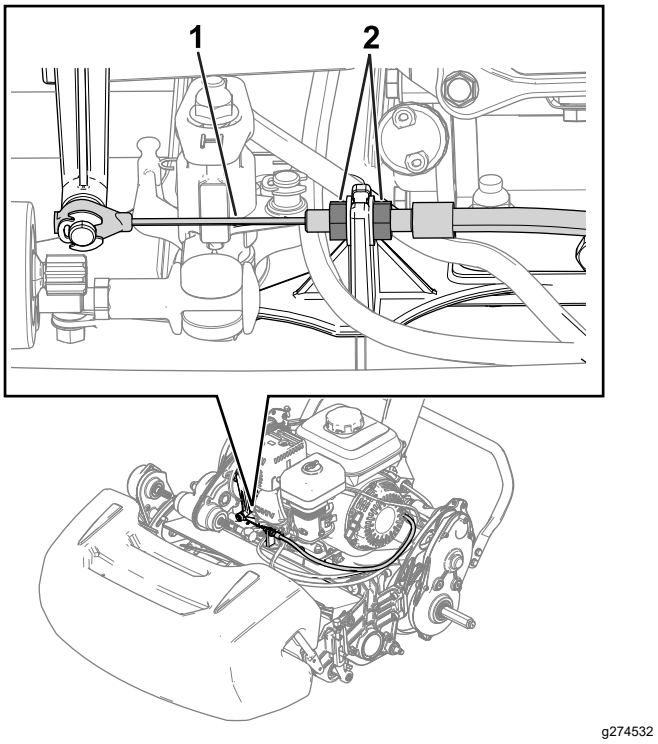
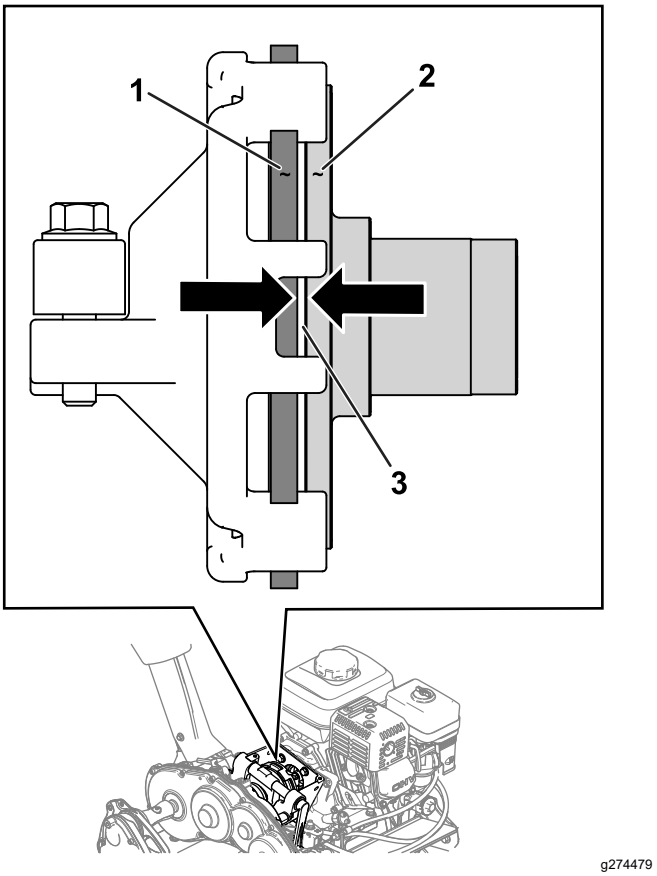

Figur 34
Figur 35
2. Løsne låsemutterne og juster trekkabelen, slik at det er et 1,1 mm mellomrom mellom friksjonsskiven og trykkplaten (Figur 34 og Figur 35).